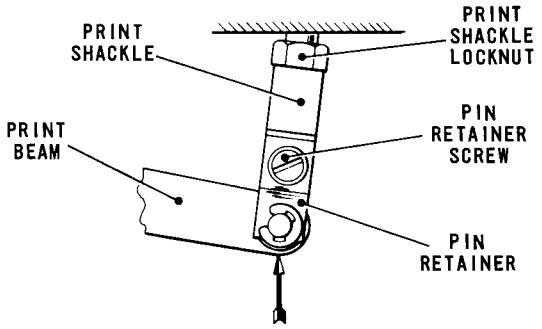

Fig. 4.47 PRINT BEAM/PRINT SHACKLE LINKAGE
54.1 Ensure that the top end of the print spring change lever is towards the rear of the machine. Stand the machine on its back and check that a force of approximately 3 lb (1.36 kg), applied to the print beam, Fig.4.47, at and in the direction of the arrow, just moves the beam.
55.2 To adjust, continue to turn the machine by hand until the typehead moves forward to print. Stand the machine on its back, withdraw the screw securing the pin retainer, Fig.4.47, and remove the retainer from the print shackle. Disconnect the print beam from the print shackle and slacken the shackle locknut. Turn the shackle clockwise to increase or counter-clockwise to decrease the dimension. Re-connect the print beam to the shackle, refit the pin retainer and tighten the retainer screw.